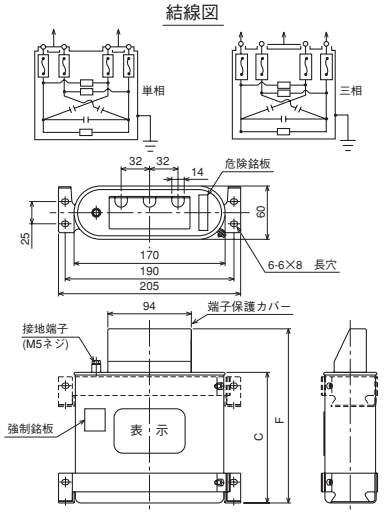

図3
4.取付金具はケース下から取り付けて下さい。(図3)
4. 定格静電容量150～600μFの取付金具につきましてはケース上部、下部、いずれの位置でもご使用できます。(図3)